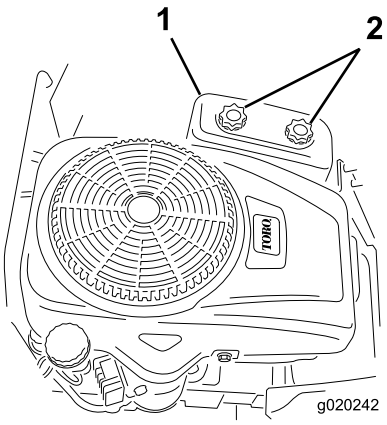

**Figur 32**
4. Fjern luftrenserdekslet ved å skru løs de to knottene (Figur 32).
3. Sett luftrenserdekslet på igjen, og fest med de to knottene (Figur 32).